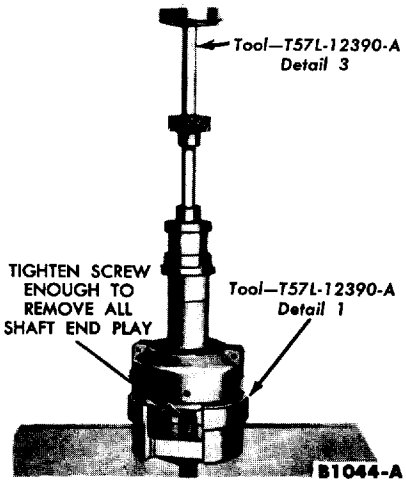

FIG. 14—Gear Installation
7. Install the assembly in a press. Press the gear on the shaft (Fig. 14), using the marks made on the gear and shaft as guides to align the pin holes.